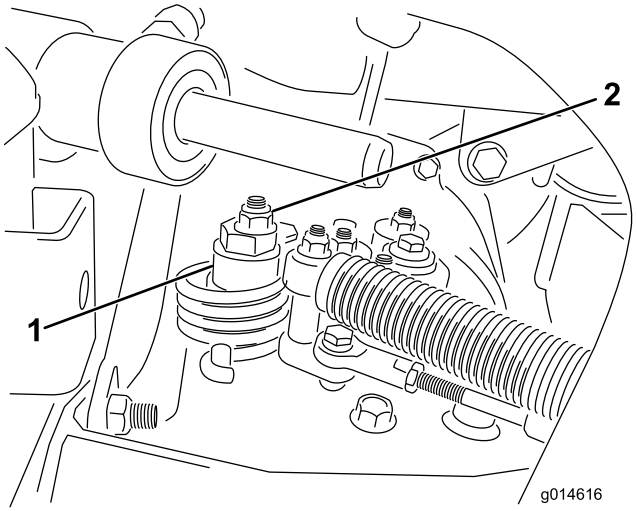

**Figur 51**
A. Lossa muttern som fäster excenterbulten på hydrostatens ovandel (Figur 51).
C. Vrid excenterbulten tills maskinen inte kryper i någon riktning. När hjulet slutar rotera drar du åt muttern som låser excenterbulten och justeringen (Figur 51). Kontrollera justeringen med gasen i det långsamma och snabba läget.